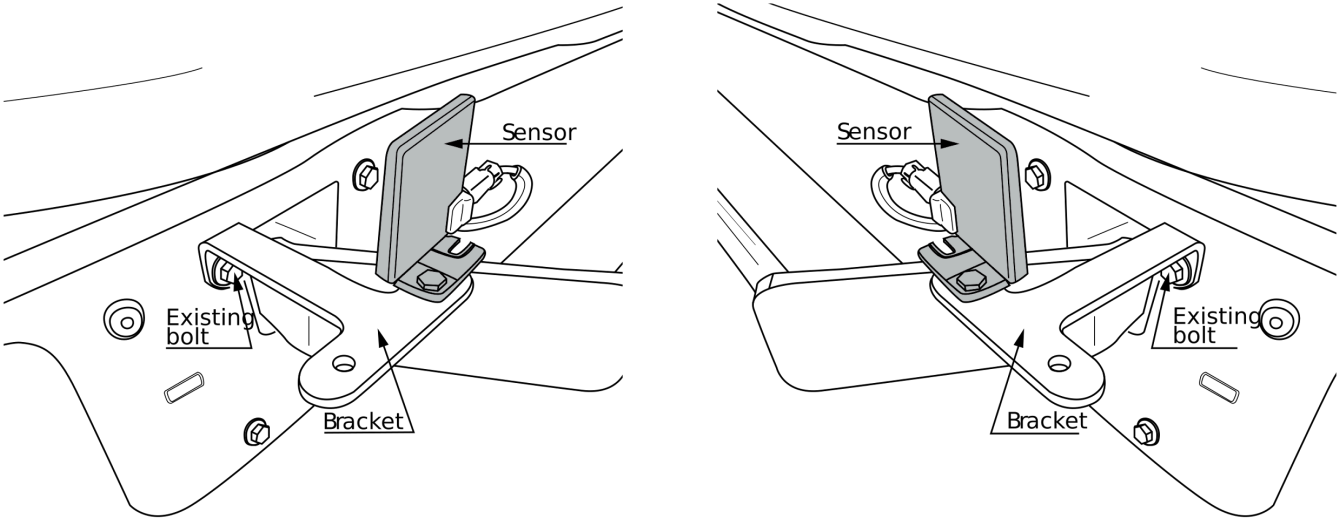

Fig. 8
5. Переместите датчик если имеется в точу X. См. рисунок 8 & 9.